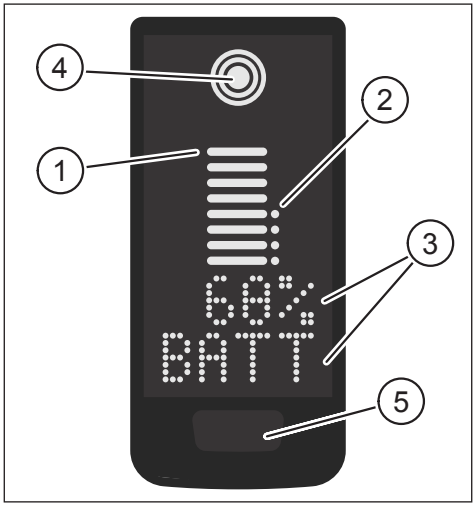
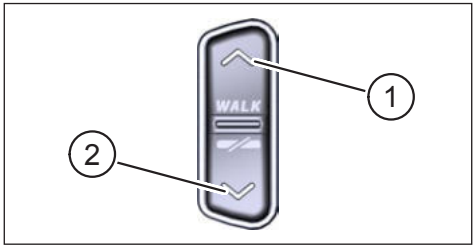

Fig. 1: Elementi operativi e di visualizzazione sul Display
Fig. 2: Controlli sul Remote
Punta in Fig. 1	Descrizione
Punta in Fig. 2	Descrizione
- ▶ Tenere premuto il pulsante di controllo sul Display (punta 5 in Fig. 1) e il pulsante operativo IN BASSO sul Remote (punta 2 in Fig. 2) per almeno 5 s.
► Esercitare una **doppio clic** pressione del pulsante di comando sul Display (punta 5 in Fig. 1) per passare alla schermata successiva.